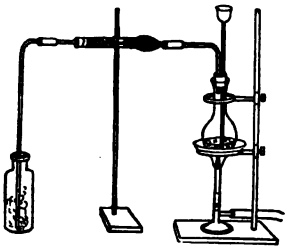

Fig. 44.
Supplies: apparatus as in Fig. 44, MnO_2, HCl.
1. Arrange an apparatus as in Fig. 44. With a flask (of 200 or 250^{cc} capacity) connect a small dryer (8 or 10^{cm} long) filled with calcium chlorid, and lead a tube from this to the bottom of an open empty rec.